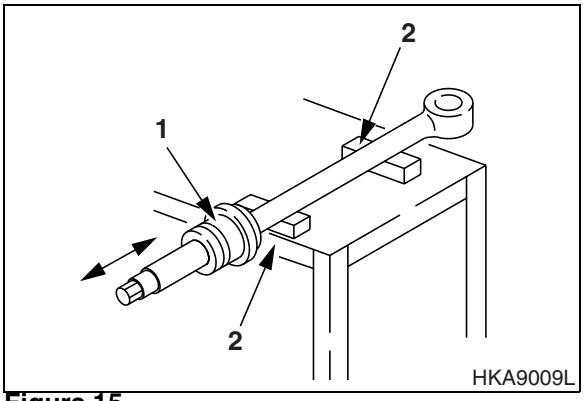

Figure 15
2. Lay the piston rod assembly on the work bench on top of wooden blocks (2, Figure 15).